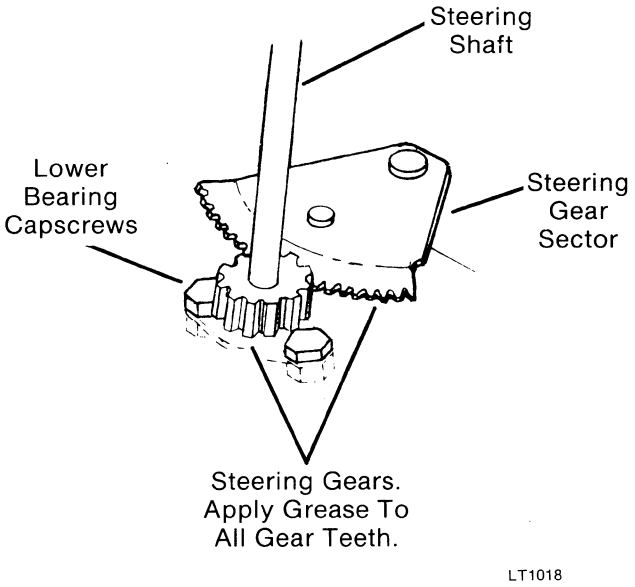

FIG. 3
e. Steering Gears - clean gear teeth on steering gear and gear sector. Apply grease liberally to all gear teeth. (Fig. 3)